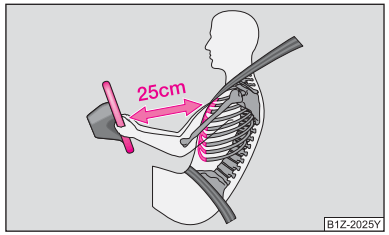

图 112　与方向盘的安全距离
- 对驾驶员和前排乘员来说，与方向盘或仪表板保持至少 25 cm 的距离非常重要 ⇒ 图 112。如果您未与之保持上述最小距离，则安全气囊系统无法对您进行保护，有受伤的风险！此外，还必须将座椅和头枕调整至与身材相适合的位置。